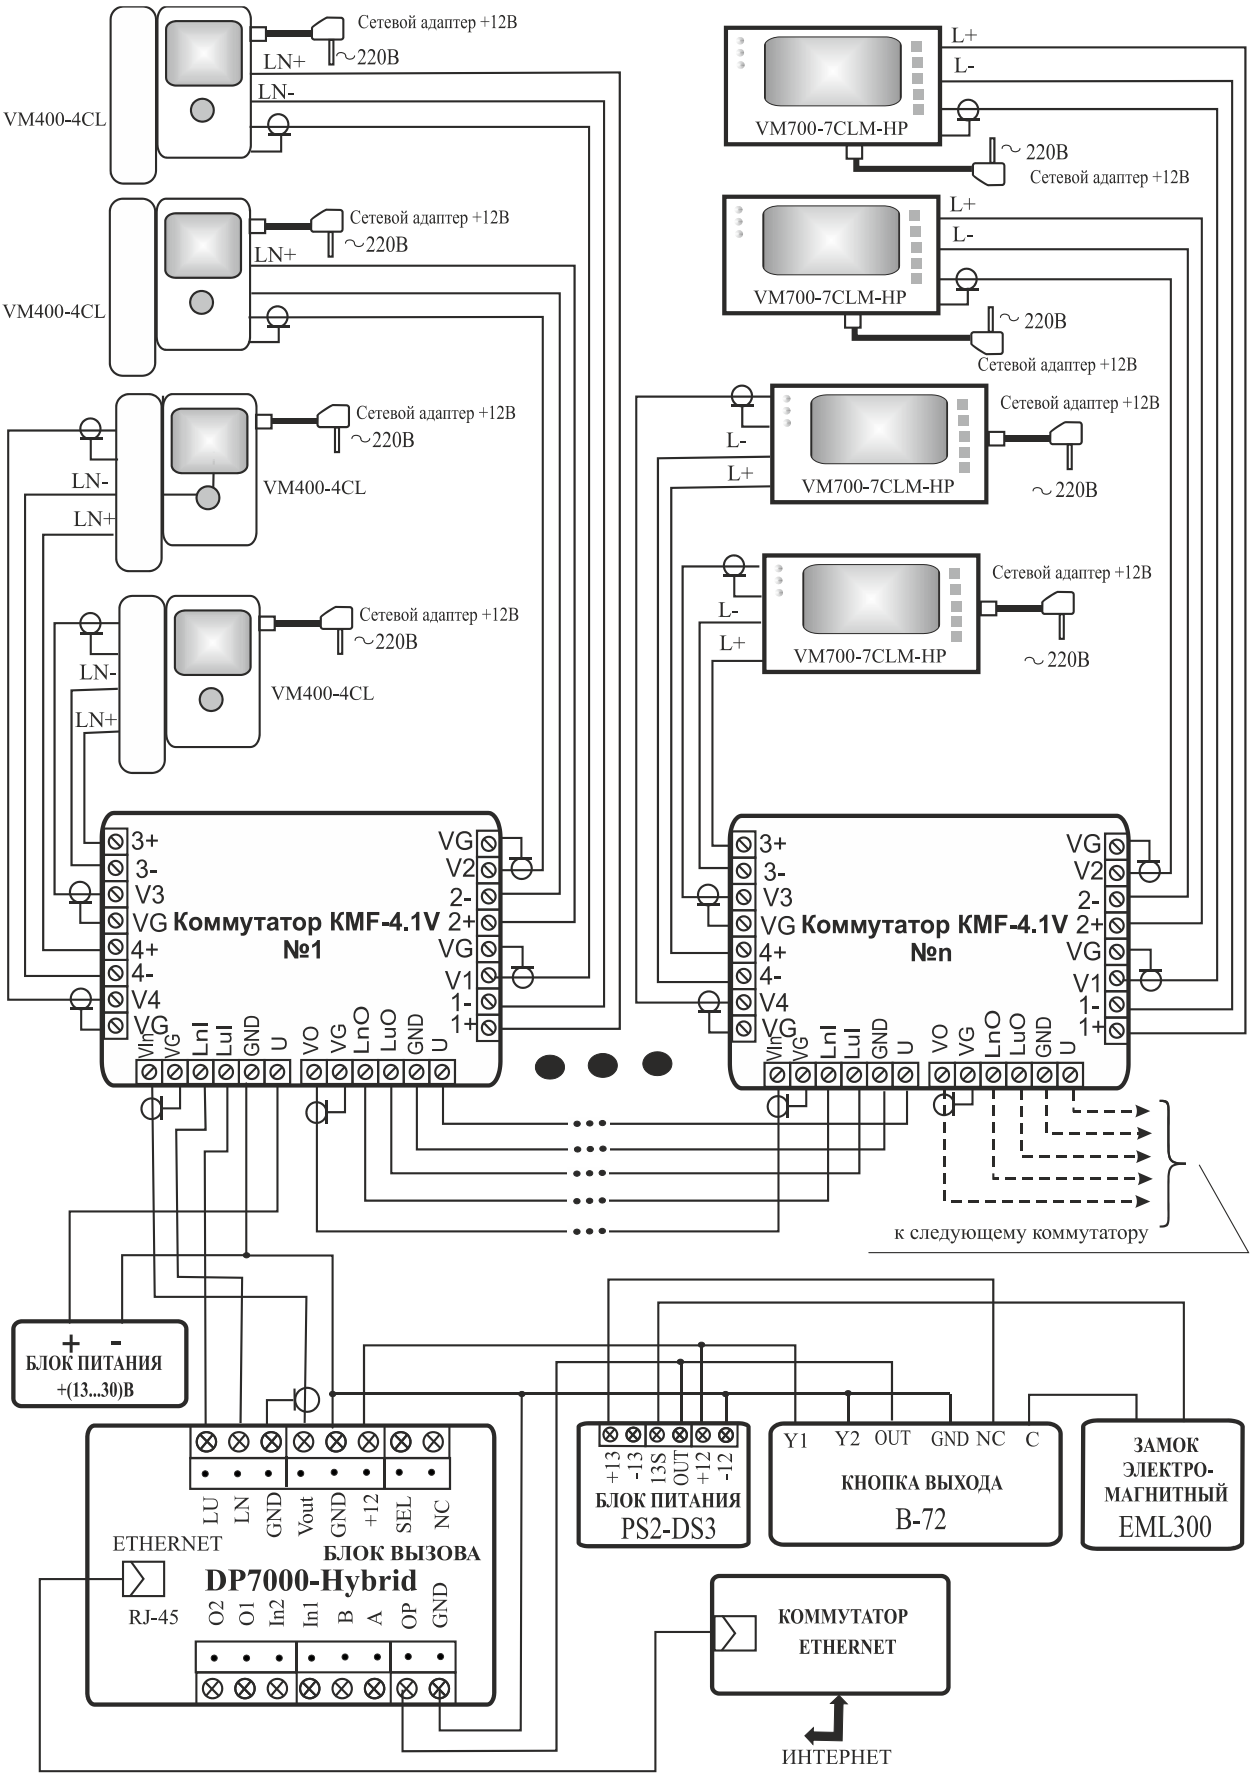

Рис.8 Подключение одного БВ к KMFV без гальванической развязки
- Рис.8 Подключение одного БВ к KMFV без гальванической развязки.